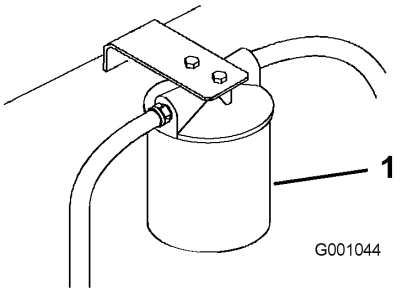

Figure 65
3. Placez un bac de vidange sous le filtre, déposez le filtre usagé et essuyez la surface du joint de l'adaptateur (Figure 65).